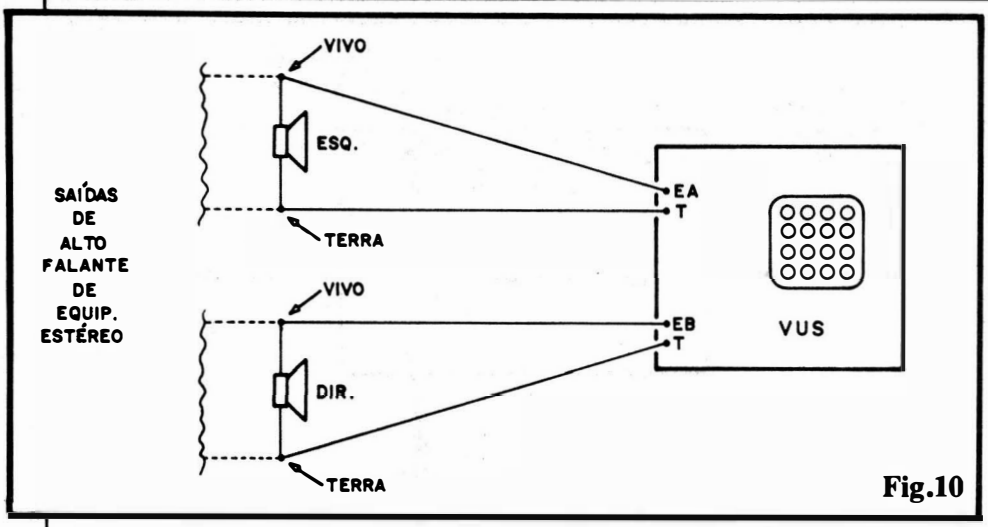

Fig.10
- **FIG. 10** - OBTENDO OS SINAIS DE EXCITAÇÃO PARA O **VUS** - Conforme já foi explicado, os sinais para excitação dos dois "eixos" de visualização no **display** do VUSCÓPIO, podem ser diretamente "puxados" dos próprios terminais dos alto-falantes dos dois canais de um sistema de áudio estéreo qualquer... É importante determinar-se nas tais Saídas para alto-falante, qual é o "polo" de "Terra", já
Com o VUSCÓPIO devidamente alimentado (ligado a uma fonte de 12 VCC, com disponibilidade de Corrente para um mínimo de 250 mA, ou ao sistema elétrico de um carro - 12V...) e com as conexões de sinal devidamente feitas (fig. 10), inicialmente ajusta-se o **volume** do áudio no equipamento, conforme os gostos ou necessidades do local/ouvinte... Os dois **trim-pots** de pré-ajuste do VUS (ambos de 4K7, codificados como PA e PB no "esquema" da fig. 1...) podem - inicialmente - ficar em suas posições **médias** ("meio giro" no **knob**...). Nos dois **trim-pots** de nível (NA e NB, 10K cada um...), inicialmente usa-se um ajuste mínimo e idêntico, "subindo" lentamente o dito ajuste, sempre de modo "equalizado" nos dois controles, até obter a "reação" no **display**, sob a presença de sinal de áudio (música, de preferência, pela variedade dos "estímulos"e configurações que gera). Se as figuras formadas forem todas muito amplas, com os pontos luminosos do **display** sempre preponderando sobre os pontos apagados, será conveniente reduzir um pouco a sensibilidade básica